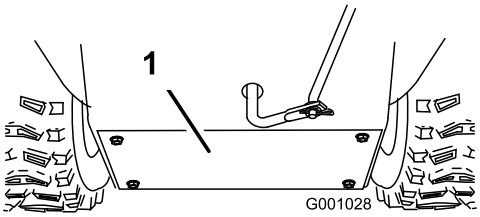

Figura 50
3. Togliete il carter posteriore (Figura 50).